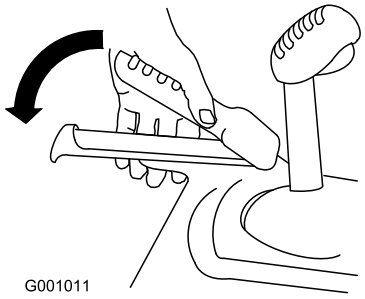

Figur 37
2. Aktiver trekkspaken, og hold den på plass (Figur 37).